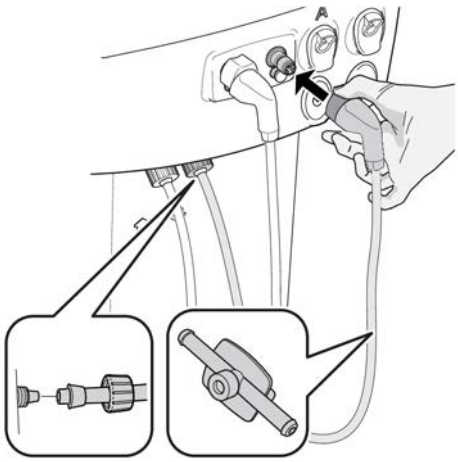

Figure 2-4. Dialyzer connector set, blue
1) To install the sample port, connect the sample port (K20219002) to the dialyzer connector set (blue) with clamps (Ø 12 mm) according to Figure 2-4 “Dialyzer connector set, blue” on page 23.
2) Attach the dialyzer connector set according to Figure 2-4 “Dialyzer connector set, blue” on page 23.